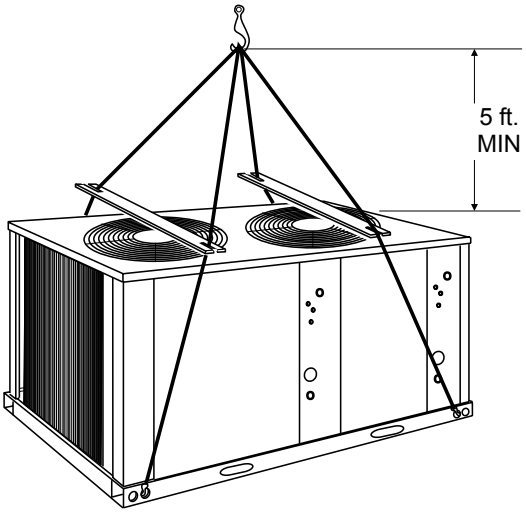

FIG. 2 - TYPICAL RIGGING
*CAUTION: Spreaders, longer than the largest dimension across the unit, **MUST** be used across the top of the unit. See Figure 2.*